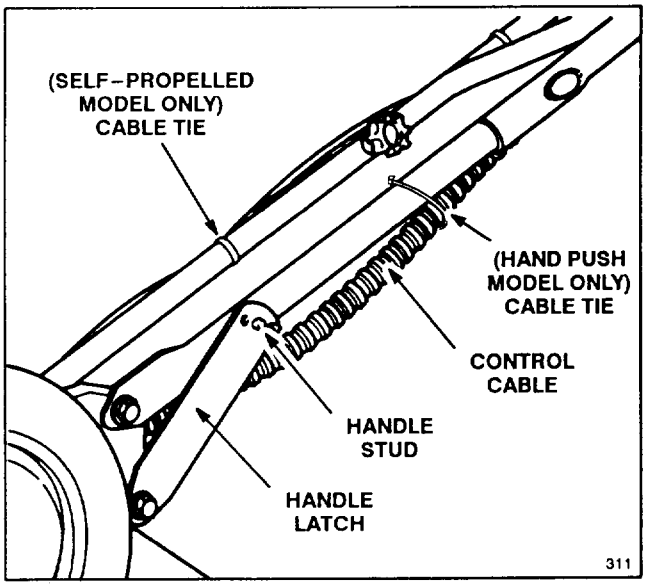

**Figure 2**
**2.** The left handle knob is shipped from the factory on the outside of the handle (Fig. 1). Remove the left knob and bolt. Reinstall knob and bolt on inside of handle (Fig. 2). Both handle knobs should be positioned on the inside of the handles. Tighten handle knobs.
**3.** Move handle latches slightly outward so they will not be in the way when pivoting the handle backward into the operating position (Fig. 2).
**4.** Pivot handle backward. Move handle latches inward while snapping handle stud into center hole of handle latch (Fig. 2). If a handle latch does not fit tightly against the handle tube, remove latch from handle stud, bend the latch inward, and reattach to handle stud. Repeat as necessary to ensure a tight fit between latch and handle. Make sure handle knobs are securely tightened.
**Note:** If handle height is not satisfactory, adjust by placing handle stud (Fig. 2) into a different hole. Tighten handle knobs.
**5.** Ensure control cables (Fig. 2) are to the rear and inside of handles. Secure control cables in position with cable ties (Fig. 2).